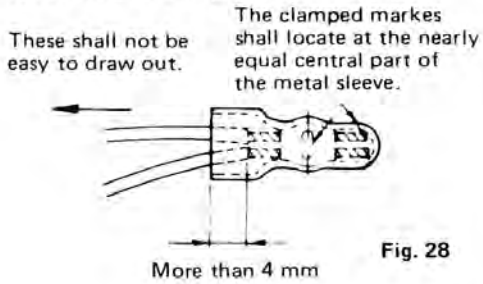

Fig. 28
5. After solderless securing, check the following as shown in the Fig. 28.